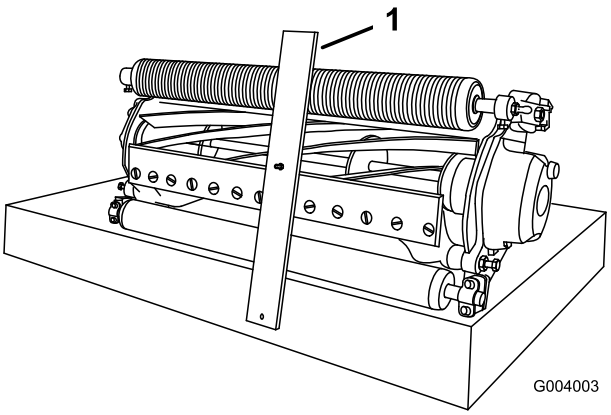

Figur 16
3. Hægt skruehovedet på bundknivens æg, og lad den bageste ende af stangen hvile på bag på rullen (Figur 16).